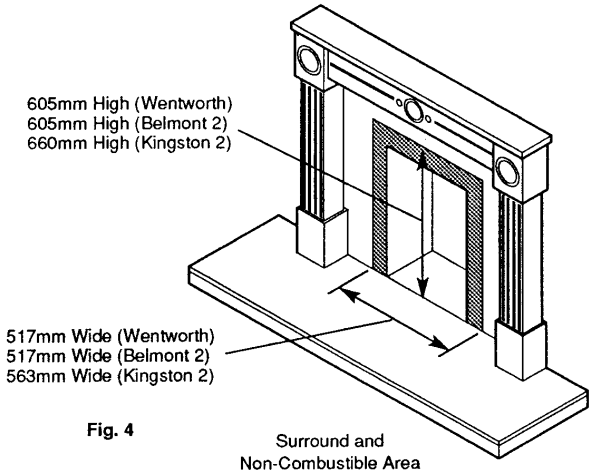

Fig. 4
3. The fireplace must have a flat vertical surface measuring 605mm (23 $^{13}/_{16}$ in) high by 517mm (20 $^{1}/_{8}$ in) wide (Wentworth, Belmont 2) or 660mm (26in) high by 563mm (22 $^{5}/_{32}$ in) wide (Kingston 2), centrally placed about the opening. This allows an effective seal to be made between the wall and fire. **Also this area must be of non-combustible material**. If a fire surround is to be fitted its rear section must meet the same requirements. Any gaps between .the wall and surround must be sealed (Fig. 4).